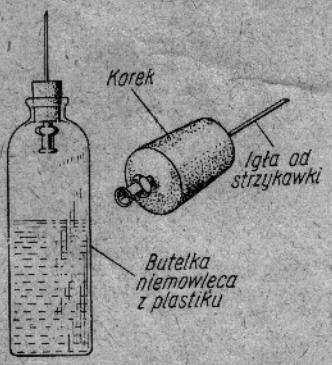

Rys. 31. Wykonanie butelki do tankowania silnika
1) Strzykawka lekarska (10 cm³) z długą grubą igłą do napełniania zbiorników i rozruchu. Może być również specjalna elastyczna butelka. Rysunek 31 pokazuje, jak zrobić taką butelkę z butelki do mleka.